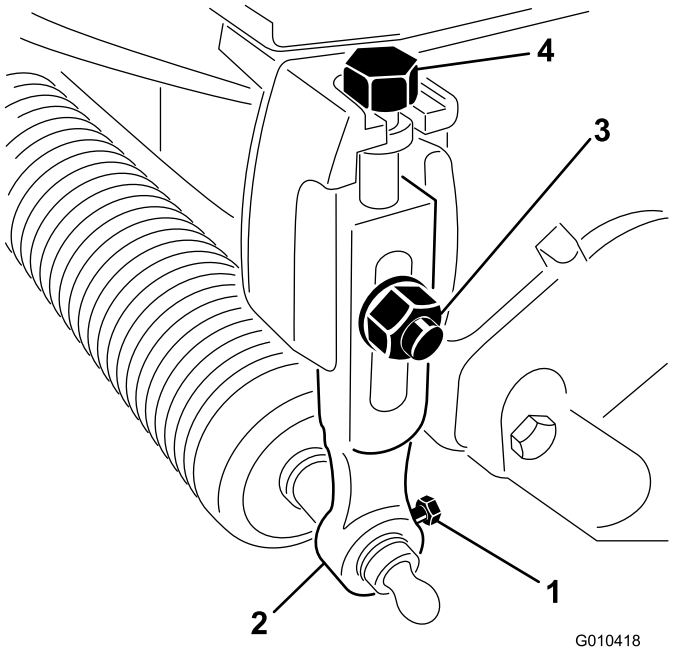

Рисунок 1
2. Ослабьте болты, которые крепят каждый конец переднего валика к рычагам высоты скашивания (Рисунок 1).
3. Снимите каретные болты, шайбы и контргайки, которые крепят рычаги высоты скашивания к каждому режущему блоку, и снимите рычаги высоты скашивания и валик в сборе (Рисунок 1).
4. Снимите болты регулировки высоты скашивания с рычагов высоты скашивания (Рисунок 1).